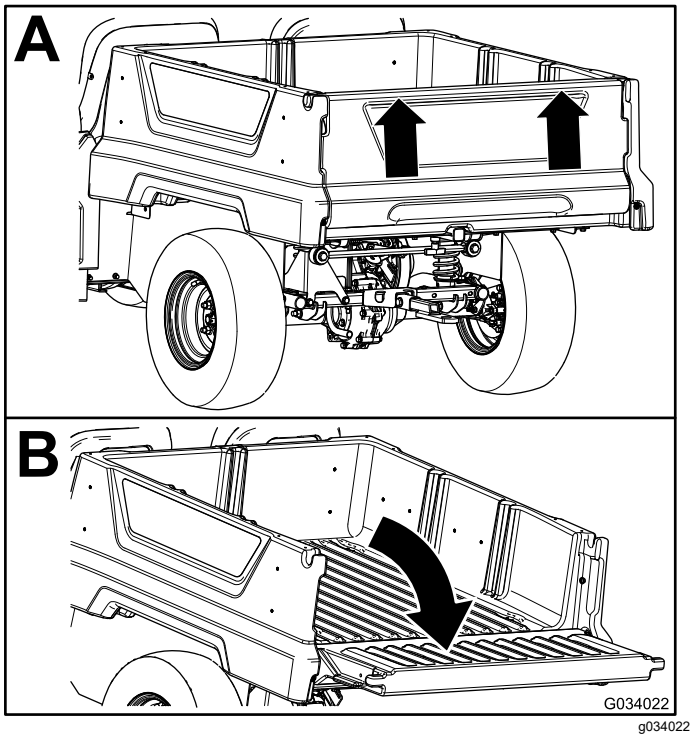

Figura 17
2. Usando ambas manos, levante el portón trasero usando el resalte situado cerca de la parte superior del portón (Figura 17).
3. Baje el portón hasta que quede enrasado con la parte inferior de la plataforma de carga (Figura 17).